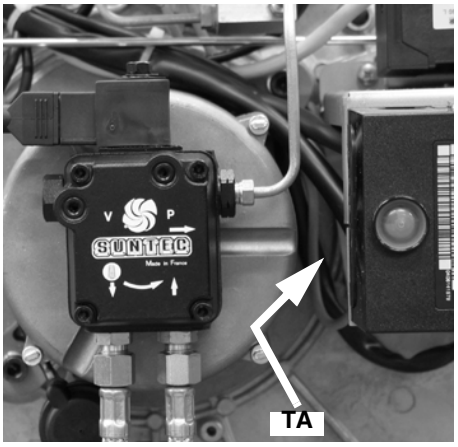
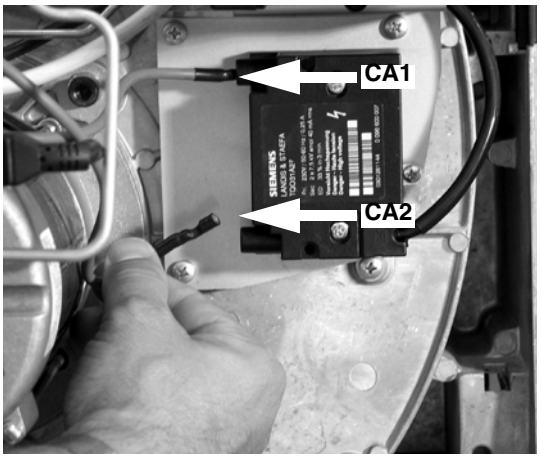

Рис. 39
Рис. 40
- Вынуть кабели запального электрода **CA1** и **CA2** с трансформатора **TA** (Рис. 39 - Рис. 40).